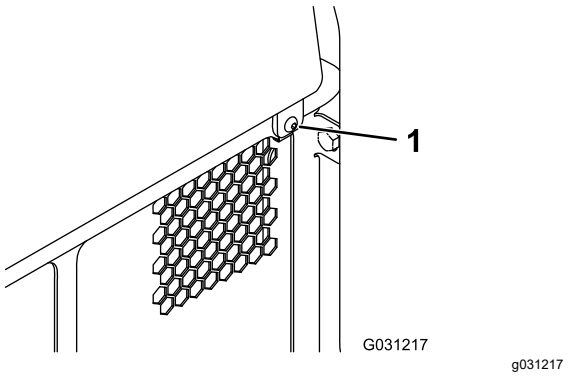

Figur 34
1. Ta bort fästelementet (Figur 34).
2. Lyft upp den bakre åtkomstpanelen så att du kommer åt de inre delarna (Figur 34).